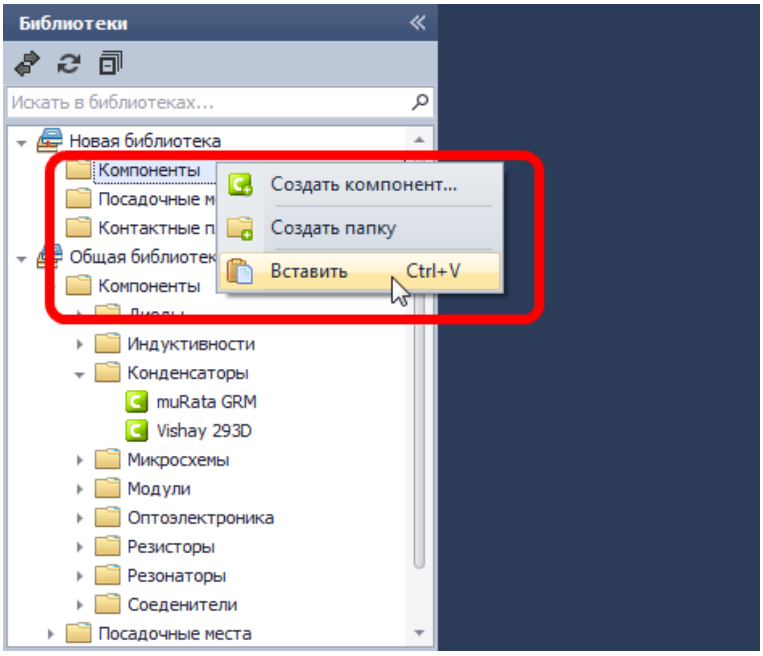

Рис. 317. Вставка элементов
4. Для выбранного узла вызвать контекстное меню и выбрать пункт «Вставить», см. Рис. 317.